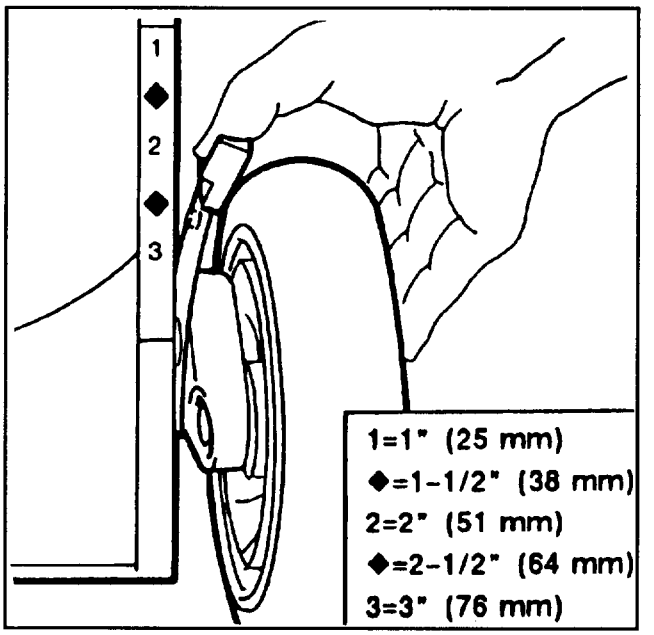

Abbildung 14
2. Zur leichteren Einstellung das Mähgehäuse anheben, damit das Rad mehr am Boden ist. Dabei nicht mit der Hand unter das Gehäuse greifen. Schnitthöhen-Einstellhebel zum Rad hin drücken und auf die gewünschte Schnitthöhe einstellen (Abb. 14). Sicherstellen, daß der Stift des Einstellhebels in die Nute am Gehäuse einraset. Alle Räder auf die gleiche Höhe einstellen.